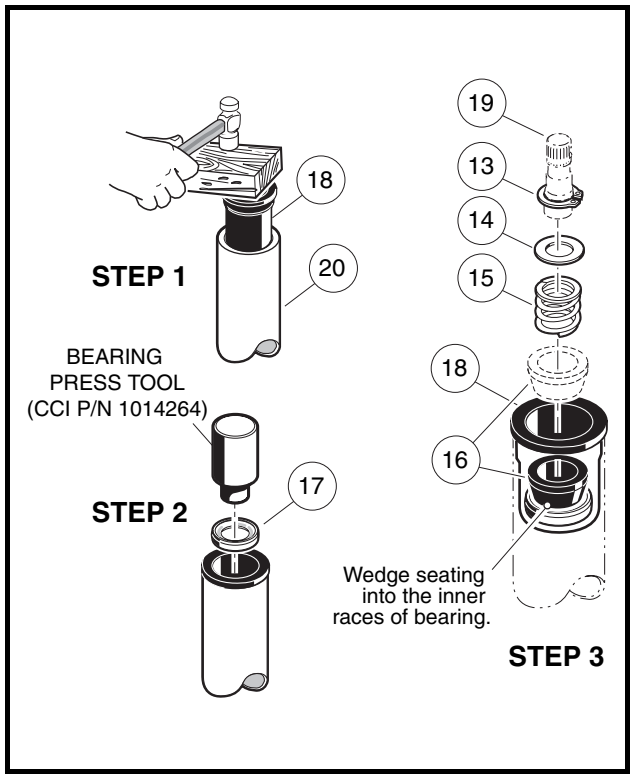

Figure 9-5 Steering Shaft – Bottom End
1. Insert bearing seat (18) into both ends of steering tube (20). Place a block of wood on bearing seat and tap lightly on block until bearing seat (18) is fully seated in steering tube (20) **(Figure 9-5, Page 9-6)**.
2. Press the bearing (17) all the way into the bearing seat (18) using a steering column bearing press tool (CCI P/N 1014264) or a metal tube approximately six inches (15.2 cm) long with a maximum outer diameter of 1-3/16 inches (3.3 cm) and a minimum inside diameter of 7/8 inch (2.2 cm). Be sure the bearing is installed in the bearing seat as shown **(Figure 9-5, Page 9-6)** so the wedge (16) will ride against the inner race of the bearing.
3. Install the wedge (16), spring (15), washer (14), and snap ring (13) onto the bottom end of the steering shaft (19) **(Figure 9-5, Page 9-6)**.